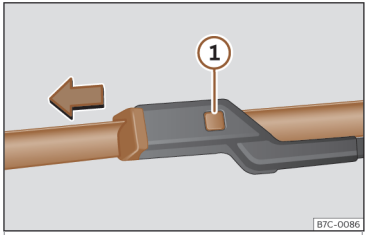

Fig. 45 Sostituzione delle spazzole dei tergicristalli.
- Mantenere premuto il tasto di sblocco ››› fig. 45 ① tirando leggermente la spazzola nel senso della freccia.